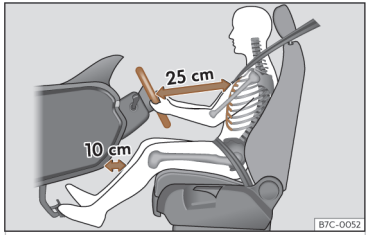

Abb. 17 Der richtige Abstand des Fahrers zum Lenkrad muss mindestens 25 cm (10 inch) betragen.
- Lenkrad so einstellen, dass der Abstand zwischen Lenkrad und Brustbein mindestens 25 cm (10 Zoll) beträgt ››› **(Abb. 17)** und das Lenkrad mit beiden Händen und leicht gebeugten Armen seitlich am äußeren Rand festgehalten werden kann.